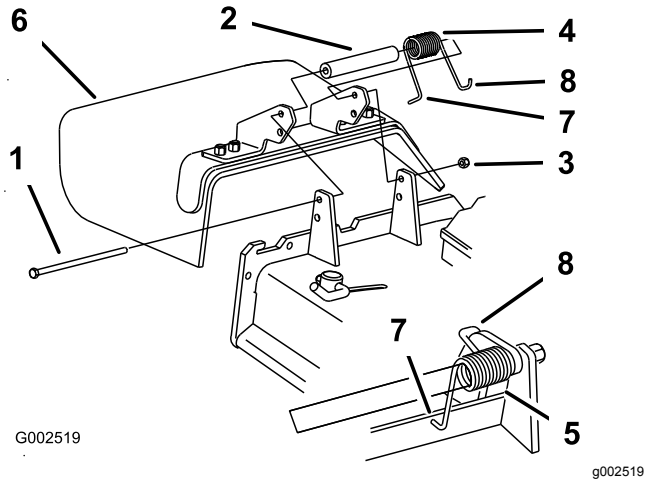

**Figuur 114**
1. Verwijder de borgmoer, bout, veer en het afstandsstuk waarmee de bevestigingen van de grasgeleider vastzitten op de draaibeugels (Figuur 114).
**Opmerking:** Zorg ervoor dat het **L**-vormige eind van de veer is gemonteerd achter de rand van het maaidek voordat u de bout plaatst zoals wordt aangegeven in Figuur 114
5. Plaats het **J**-vormige haakuiteinde van de veer om de grasgeleider (Figuur 114).